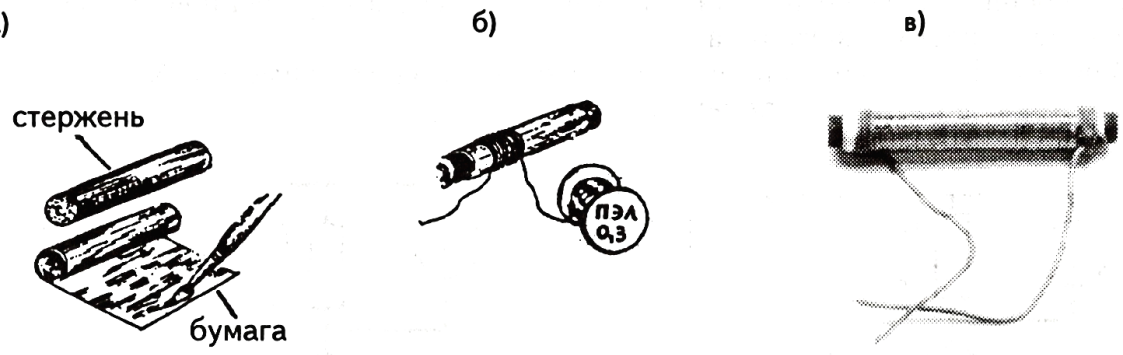

Рис. 14-2-1
2. Обмотайте его несколько раз плотной полоской бумаги длиной 10-14 см и шириной 5 см и склейте бумажный цилиндрический каркас (рис. 14-2-1, а), такой, чтобы стержень мог свободно, но с некоторым трением перемещаться внутри его.
3. Намотайте на каркас виток к витку медный провод в эмалевой изоляции (рис. 14-2-1, б). Провод возьмите диаметром 0,2-0,35 мм и сделайте 300-400 витков. Следите за тем, чтобы просматривалось направление намотки витков.
4. К началу и концу обмотки припаяйте изолированные гибкие многожильные провода длиной 15 см. С их помощью катушка включается в схемы. Для защиты запаянных участков от обрыва концы катушки прикрепите ниткой к каркасу. Свободные концы многожильных проводов оголите на 25 мм (см. рис. 14-2-1, в).